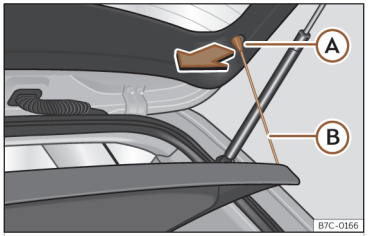

Abb. 173 Im Gepäckraum: Gepäckraumabdeckung aus- und einbauen.
- Hängen Sie die Haltebänder ››› **(Abb. 173)** Ⓑ aus den Aufnahmen Ⓐ aus.
- Hängen Sie die Haltebänder ››› **(Abb. 173)** Ⓑ an der Heckklappe ein.